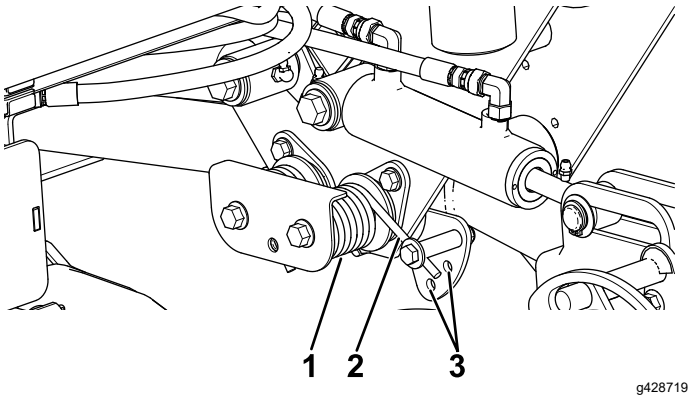

Figuur 44
2. Steek een buis of gelijksoortig voorwerp op het uiteinde van de lange veer om de spanning op de veer tijdens de afstelling weg te nemen (Figuur 44).
3. Als de veer is ontspannen, verwijdert u de bout en de borgmoer waarmee de actuator van de veer is bevestigd aan de beugel (Figuur 44).